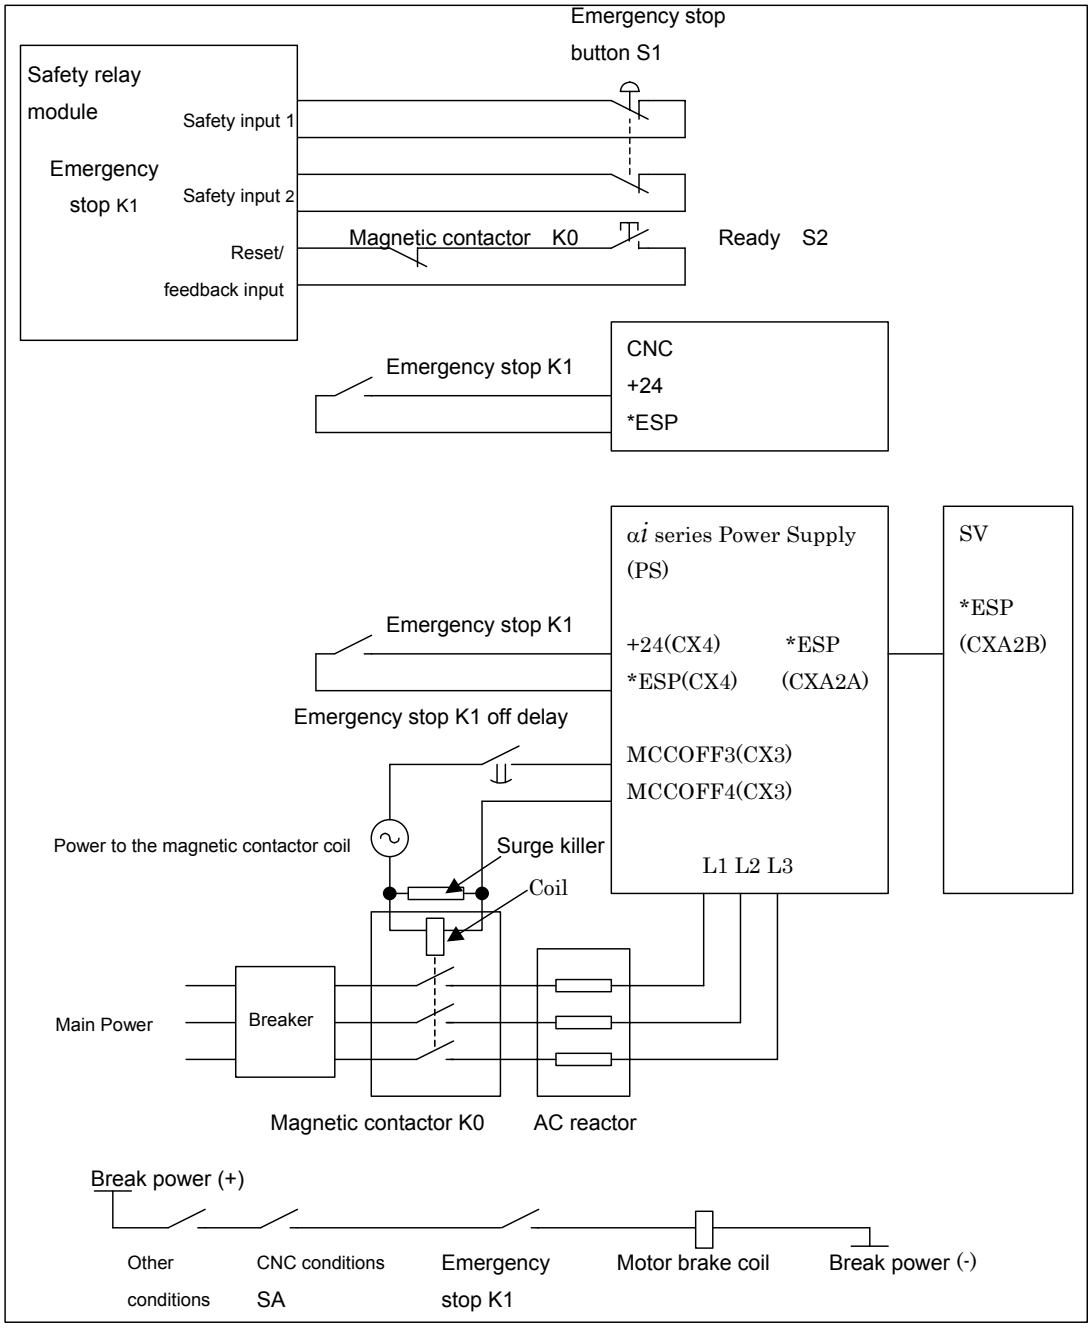

Fig. 9.4 (a) Example of connections with an αi series servo amplifier
When the emergency stop signal (*ESP) contact opens, the CNC controller enters the emergency stop state, and the servo motors stop. In case of Fig. 9.4 (a) or 9.4 (b), the servo motor is forced to be a dynamic stop as a rule (Category 0 stop). By setting relevant parameter, however, it is also possible to decelerate the servo motor to a stop, and then to shut off the servo motor power (Category 1 stop).
The example of the emergency stop signal circuit showed in Fig. 9.4 (a) or Fig. 9.4 (b) complies with the requirements of the safety standard ISO13849-1, Performance Level(PL) c or d. However, when calculating PL value concretely, the calculation should be based on the safety standard ISO13849-1 with the reliability data provided by each parts supplier. In case for the reliability data of CNC, please contact FANUC sales office.